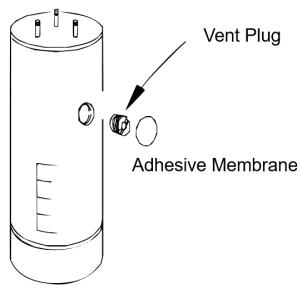

Fig. 3
- ☐ **Vent plug installed** with adhesive membrane placed over it (see Fig. 3).
3. **Attach the vent plug** to the electrolyte fill opening. Place the adhesive membrane over the vent plug to complete the assembly (see Fig. 3). The adhesive membrane allows airflow to the sensor while protecting the fill opening.